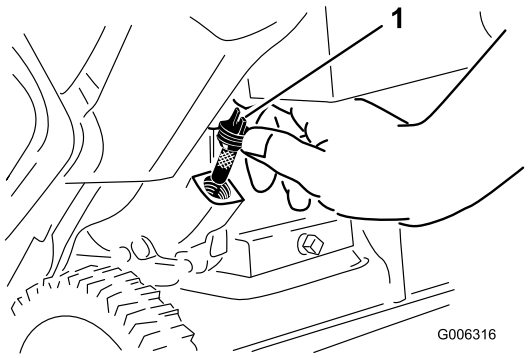

Figur 7
2. Rengör runt oljepåfyllningslocket (Figur 7).